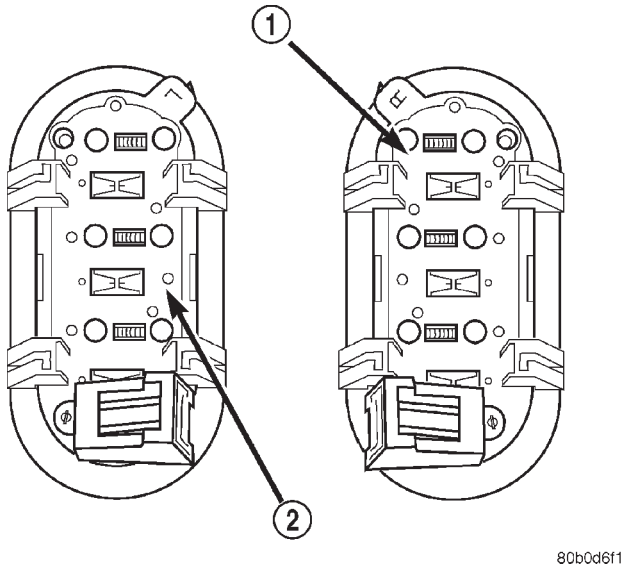

Fig. 16 Remote Radio Switches
(1) Remove the remote radio switch(es) (Fig. 16) from the steering wheel.